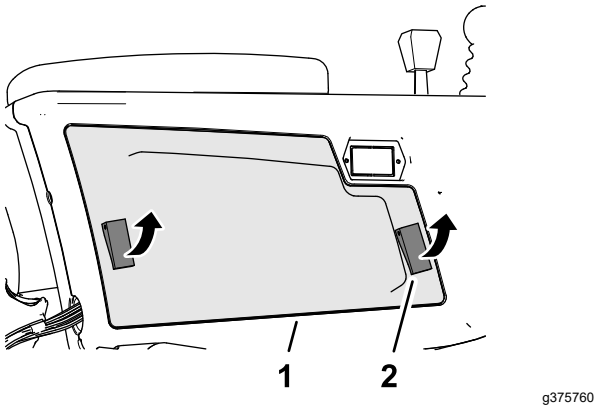

**Figuur 98**
2. Open de 2 vergrendelingen waarmee de kap van de bedieningsarm is bevestigd aan de bedieningsarm, en verwijder de kap (Figuur 98).